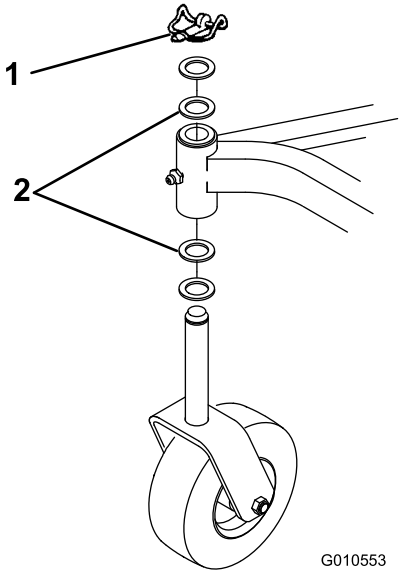

Figur 26
A. På klippenheter som oftast används med en klipphöjd på 25 till 51 mm höjer du upp klippenhetens låga sida. Ta bort hjulsprinten som fäster svänghjulet på den låga sidan (Figur 26) och ta bort svänghjulsenheten.
C. Om klippenheten används med en klipphöjd på 51 mm till 102 mm sänker du klippenhetens höga sida. Ta bort hjulsprinten på svänghjulet på klippenhetens höga sida och ta bort svänghjulsenheten (Figur 26).